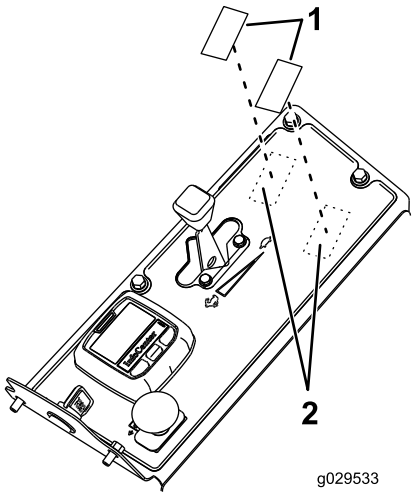

Rysunek 23
5. Zlokalizuj i usuń 2 zaślepki z górnej części panelu sterowania (Rysunek 23).